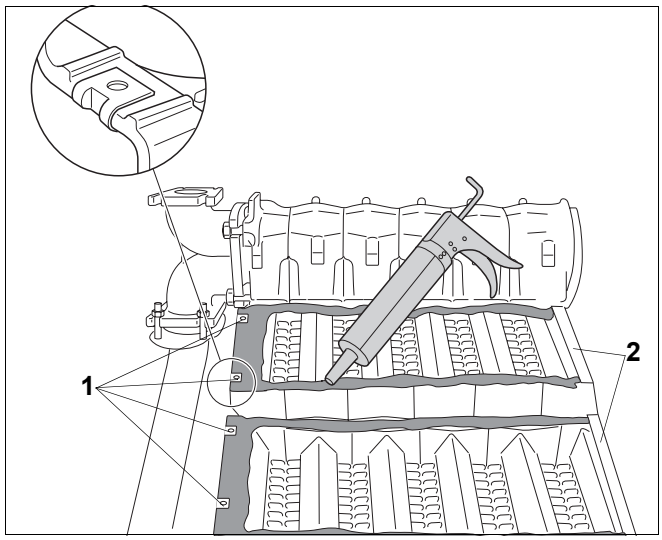

Rys. 33 Nałożenie nakrętek zatrzaskowych i naniesienie kitu uszczelniającego
- Nałożyć cztery nakrętki zatrzaskowe (rys. 33, **poz. 1**) na człony końcowe (przyłącze wodne, przód).
- Na nakrętki zatrzaskowe również należy nałożyć kit (rys. 33, **poz. 1**).
- Nałożyć kit na rowek uszczelniający (rys. 33).
Jeszcze nie nakładać kitu na rowek uszczelniający członu końcowego (rys. 33, **poz. 2**).